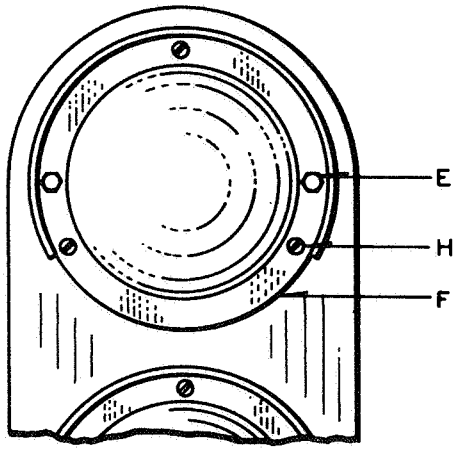

Fig. 3
1. Referring to Figure 3, which is a front view of the "N" or "N-2" lens unit, first remove the 1/4 inch-20 hex screws "E" and discard them, as they